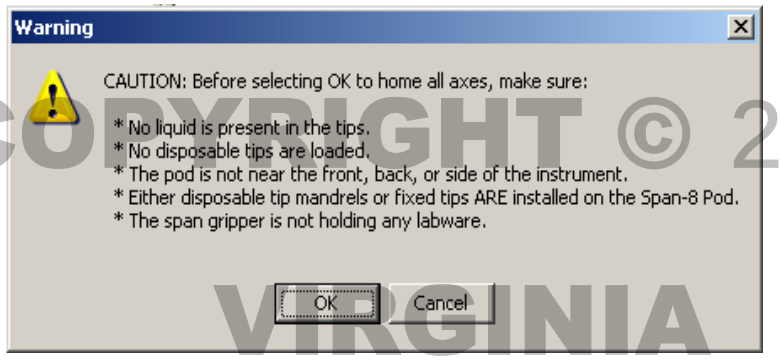

Figure 5. Home all axes prompt.
4.2.2.2 The robot will display the prompt shown in Figure 5.